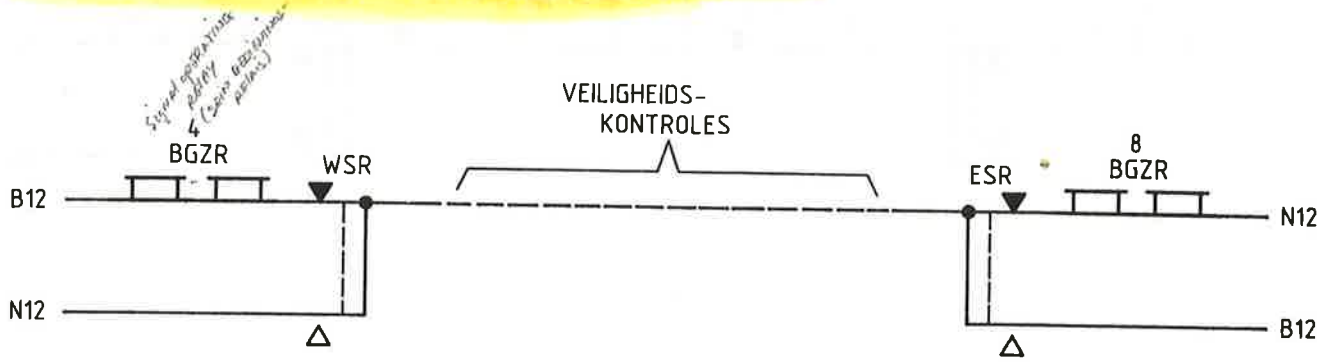

afb. 60
4.2.9 Het BGZR-circuit (afb. 60)